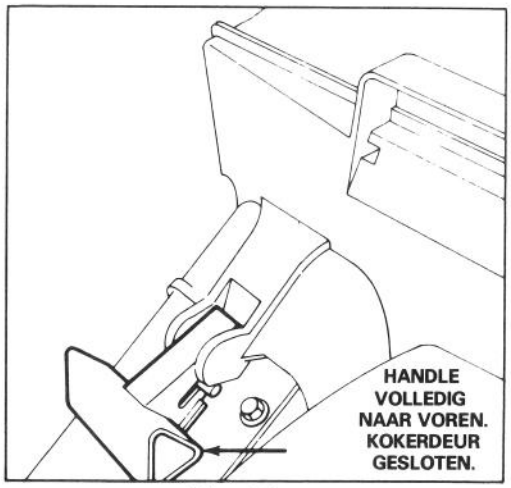

Afbeelding 4
EEN DEKLAAG VORMEN — In de zomer, wanneer het gras langzamer groeit en droger is, kunt u een deklaag laten liggen door de kokerdeur te sluiten (Afb. 4). Laat de graszak aan de maaier als bescherming en voor het gemak.
5. HET LEEGMAKEN VAN DE ZAK — Laat de bedieningsstang los en wacht totdat het mes tot stilstand is gekomen. Zet de kokerdeur naar voren om de sluitpen in de pal te laten vallen (Afb. 4). Grijp de handle aan voor en achtereind van de zak vast en licht de zak van de maaier. Licht de zak langzaam naar voren om het geknipte gras uit te schudden.